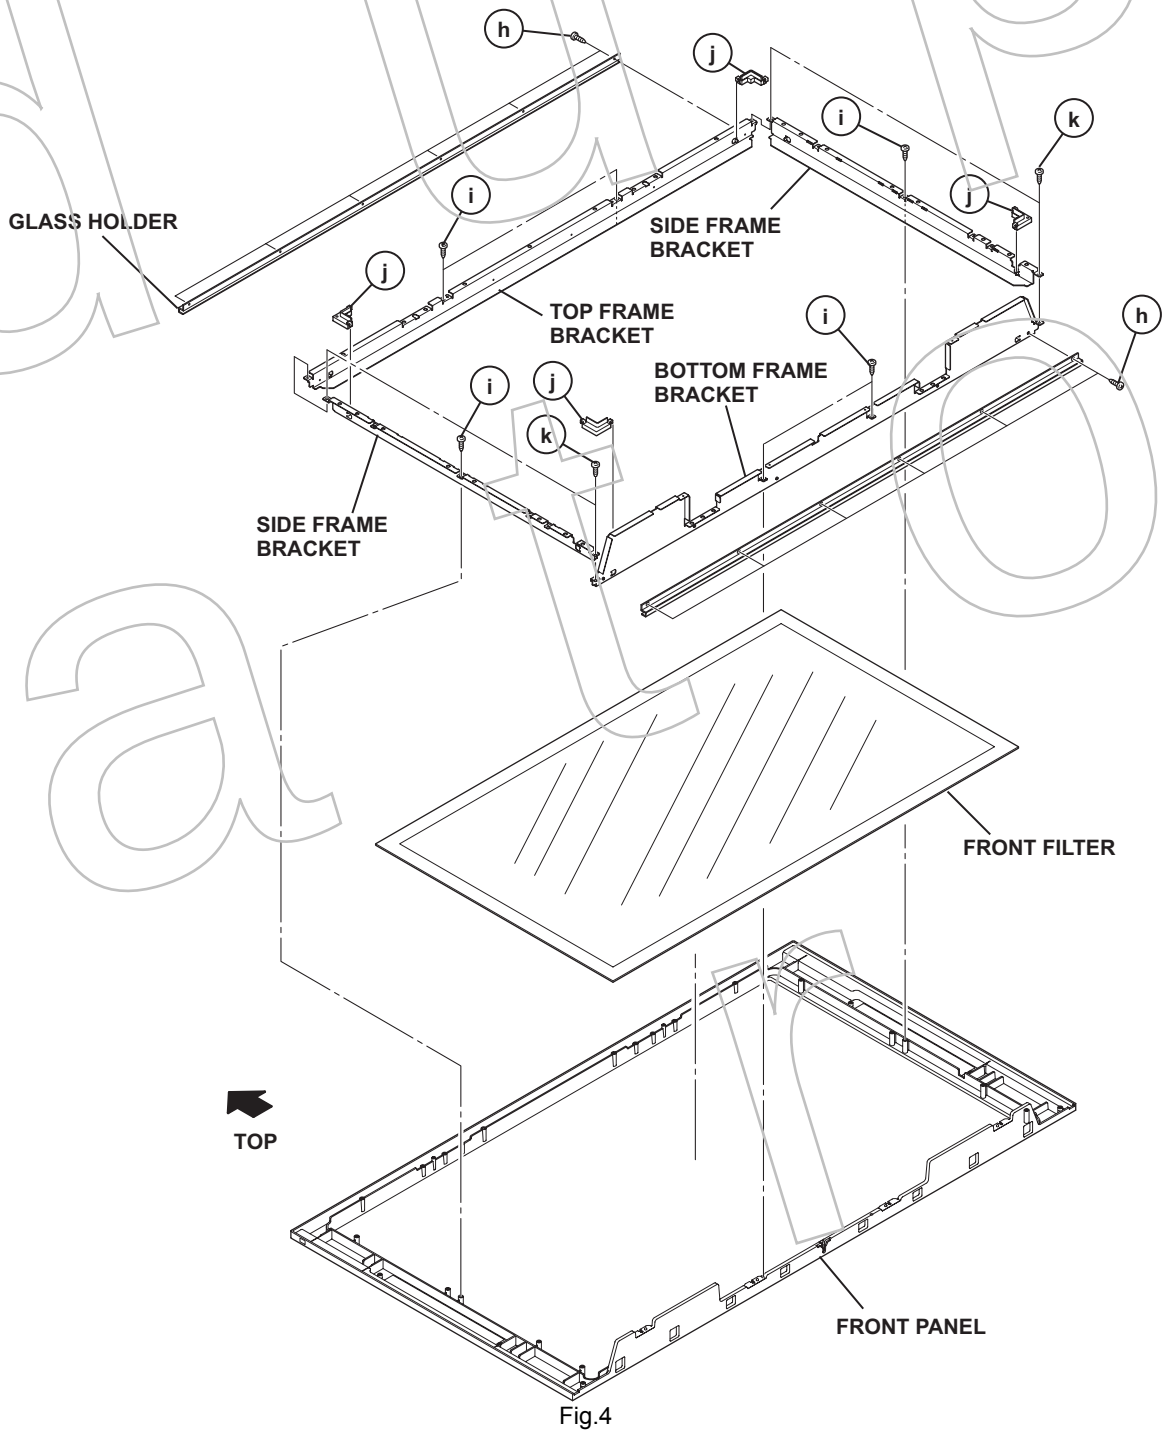

Fig.4
3.1.17 REMOVING THE FRONT FILTER (Fig.4.)
(1) Remove the 12 screws **[h]**, then remove the GLASS HOLDER.
(2) Remove the FRONT FILTER with enough care not to damage it.
3.1.18 REMOVING THE TOP FRAME BRACKET, BOTTOM FRAME BRACKET AND SIDE FRAME BRACKET (Fig.4.)